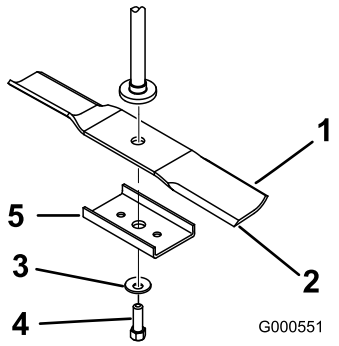

Figur 56
Håll knivänden med en trasa eller en tjockt vadderad handske. Avlägsna knivskruven, den böjda brickan, knivförstärkningen och kniven från spindelaxeln (Figur 56).
1. Montera kniven på spindelaxeln (Figur 56).
2. Montera knivförstärkningen, den böjda brickan (kupade sidan mot kniven) och knivskruven(Figur 56).